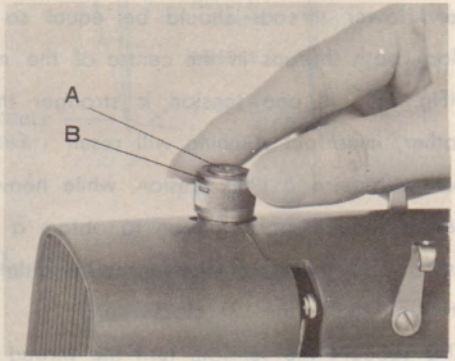

Fig. 19
The PRESSURE REGULATOR is located on top of the machine directly over the presser bar (Fig. 19 & 20). It regulates the pressure of the presser foot for sewing normal to heavy material and very thin material.
1. To release the pressure on the presser foot for sewing very fine material such as silks etc., push down the OUTSIDE RING of the PRESSURE REGULATOR (B) then select desired pressure depending on the type of material being sewn (Fig. 19).